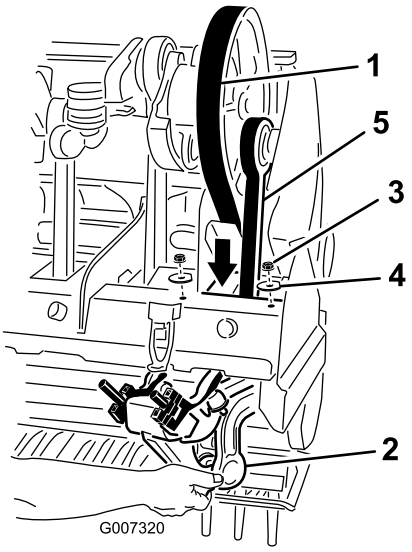

Figur 34
5. Løsne og fjern de to (2) låsemutrene og låseskivene som fester demperen for rotasjonsleddene for stampearm nr.1 (Figur 34).
7. Før drivremmen ned gjennom luftehoderammen og rundt den nedre enden av stampearm nr.1 Figur 34